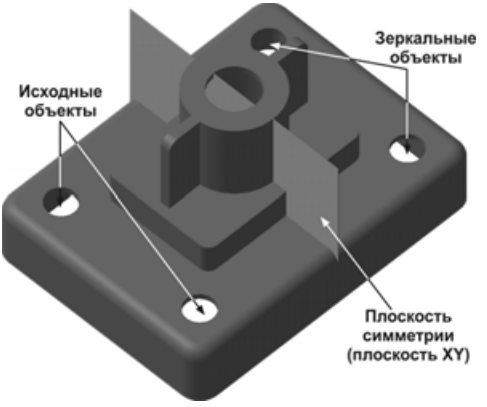

Рис. 5.62
- Нажмите кнопку **Зеркальный массив** в третий раз. В дереве построения укажите элементы **Плоскость XY**, **Крепежное отверстие** и **Зеркальная копия:2**, нажмите кнопку **Создать объект** (рис. 5.62).